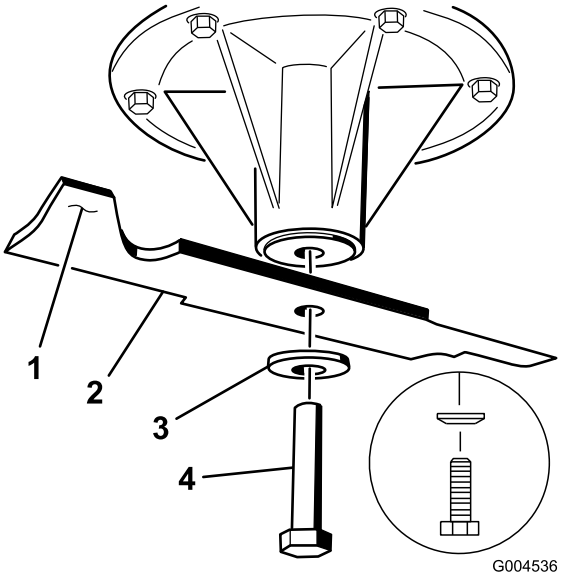

Figur 83
1. Montera kniven på spindelaxeln (Figur 83).
2. Montera fjäderbrickan och knivskruven. Fjäderskivans kon måste monteras mot skruvens huvud (Figur 83). Dra åt knivbulten till ett moment på 115–150 Nm.